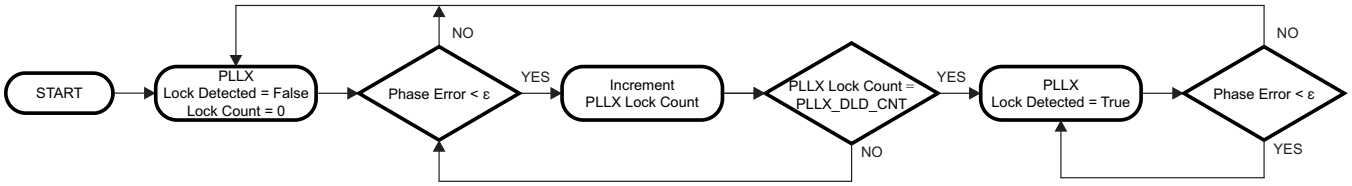

Figure 8. Digital Lock Detect Flowchart
Both PLL1 and PLL2 support digital lock detect. Digital lock detect compares the phase between the reference path (R) and the feedback path (N) of the PLL. When the time error (and therefore the phase error) between the two signals is less than a window size (ε) specified by PLL1_WND_SIZE and PLL2_WND_SIZE, a lock detect count increments. When the lock detect count reaches a user specified value, PLL1_DLD_CNT or PLL2_DLD_CNT, lock detect is asserted true. Once digital lock detect is true, a single phase comparison outside the specified window will cause digital lock detect to be asserted false. This is illustrated in Figure 8.